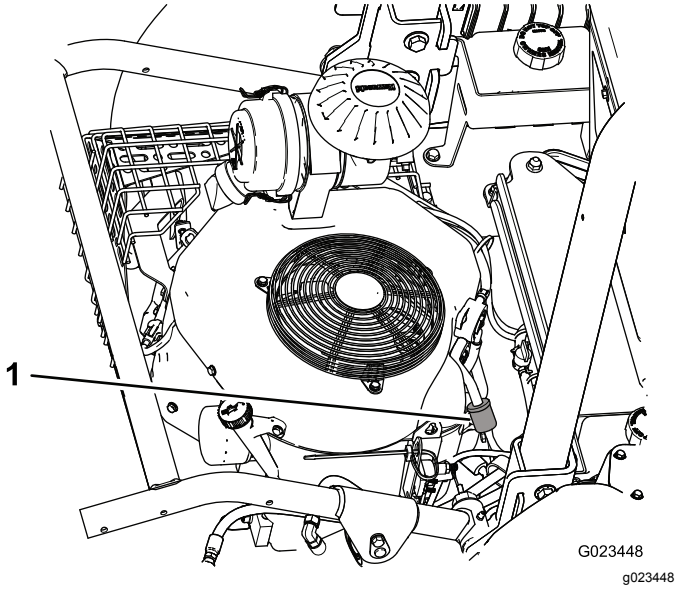
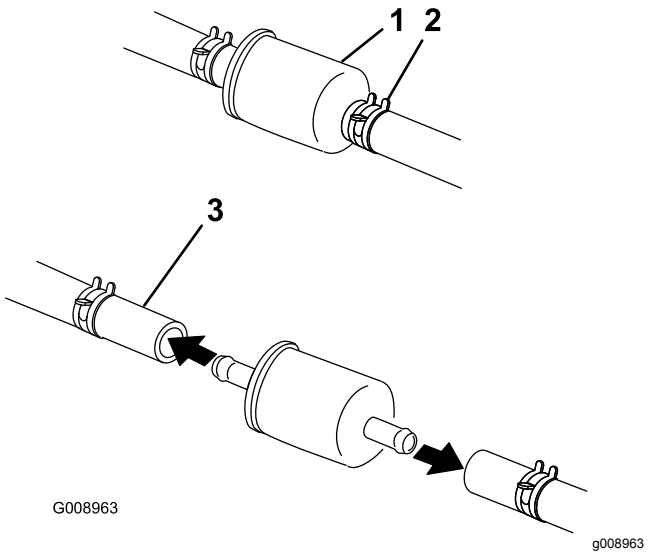

Figuur 47
Figuur 48
2. Zet de slangklem aan de carburatorzijde van het filter los en neem de brandstofleiding van het filter (Figuur 47 en Figuur 48).